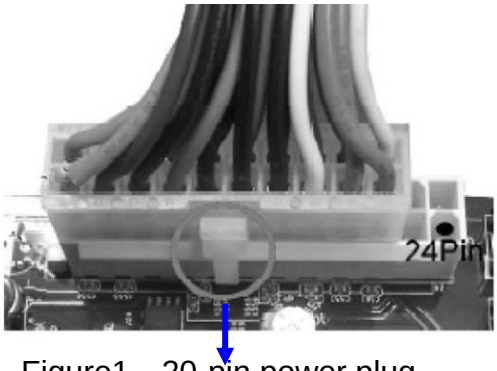

Figure1：20-pin power plug
** If you are using a 20-pin power plug, please refer to Figure1 for power supply connection. Power plug form power supply and power connectors from motherboard both adopt key design to avoid mistake installation. You can insert the power plug